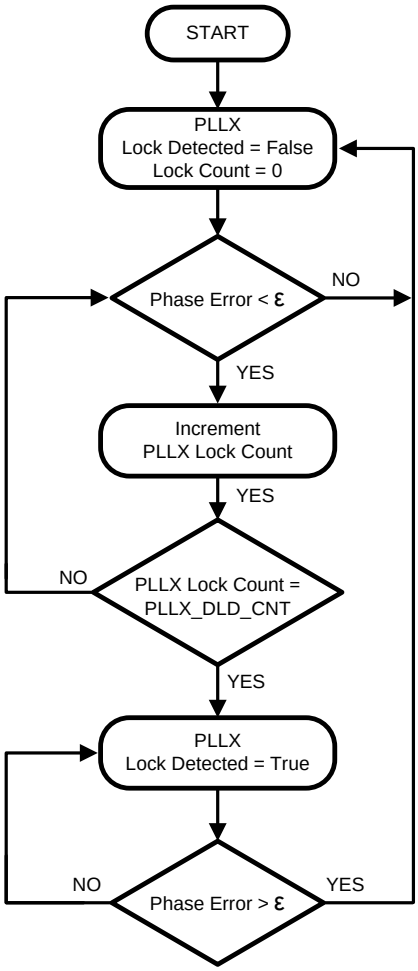

Figure 10. Digital Lock Detect Flowchart
Both PLL1 and PLL2 support digital lock detect. Digital lock detect compares the phase between the reference path (R) and the feedback path (N) of the PLL. When the time error, which is phase error, between the two signals is less than a specified window size (ε) a lock detect count increments. When the lock detect count reaches a user specified value lock detect is asserted true. Once digital lock detect is true, a single phase comparison outside the specified window will cause digital lock detect to be asserted false. This is illustrated in Figure 10.